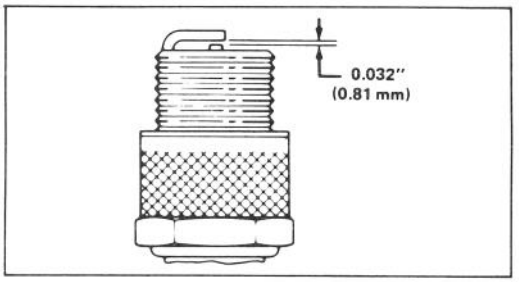

Figure 13
3. Set air gap at 0.032" (0.81 mm) (Fig. 13). Install correctly gapped spark plug and gasket seal. Tighten plug firmly to 10 ft-lb. (13.6 N-m).